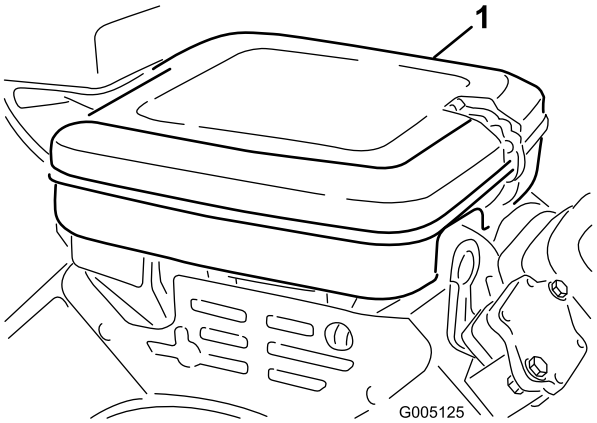

Figur 42
1. Udløs låseclipsene, og fjern luftfilterdækslet (Figur 42). Rengør dækslet grundigt.